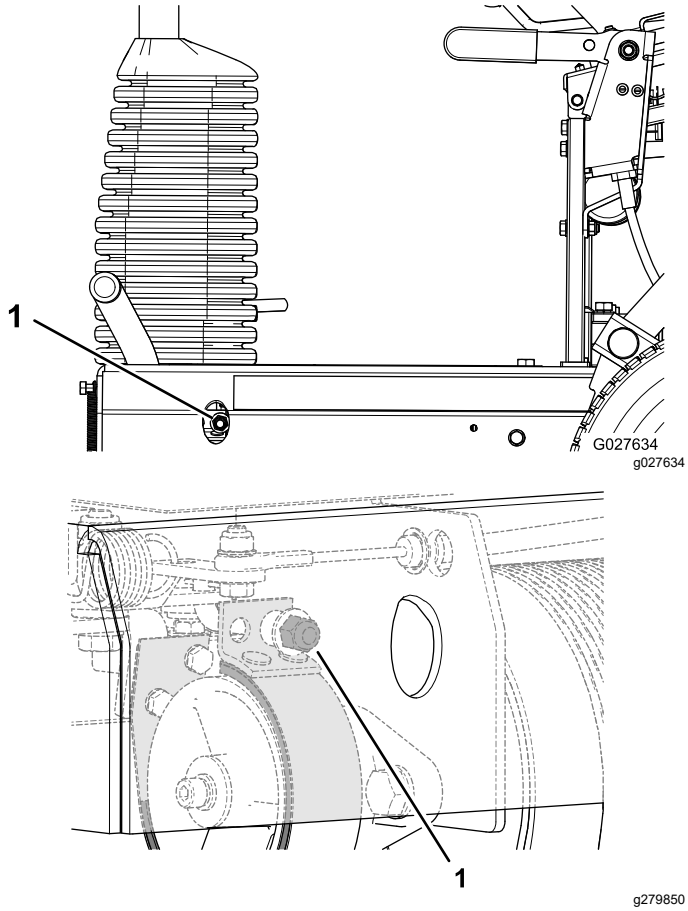

Rysunek 35
- Aby zwiększyć siłę hamowania, przekręć nakrętkę blokującą hamulca w prawo (Rysunek 35).
- Aby zmniejszyć siłę hamowania, przekręć nakrętkę blokującą hamulca w lewo (Rysunek 35).